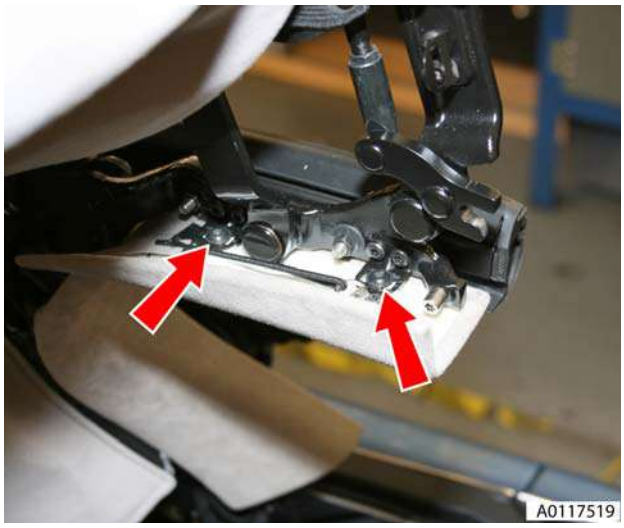

Figure 1
2. Remove Torx screws (x2) securing trim to hood mechanism and release trim (see Figure 1).